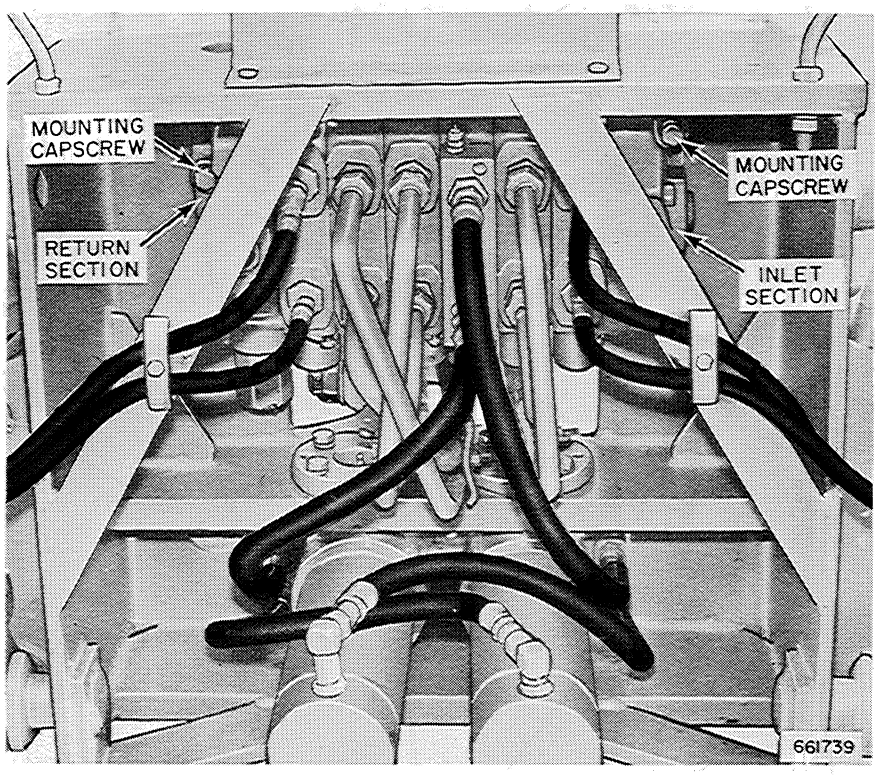

Figure 3D-40 - Removing Control Valve
1. Refer to Figure 3D-42. Unscrew the main relief valve cartridge from the outlet section.